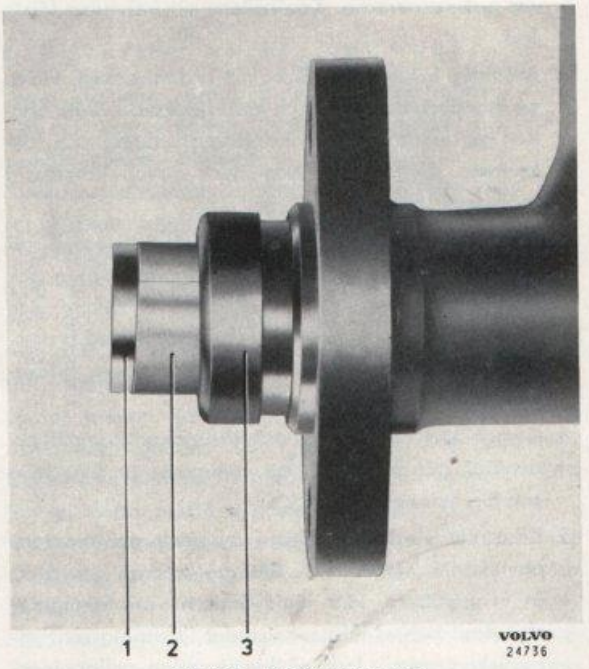

Bild 7-21. Montering av kolv
ej skadas. Använd gärna bladmässing format som ett rör som styrning för packningen, se bild 7-21. Tryck ihop fjädern och montera tryckstång (5), bricka (8) och låsring (7).